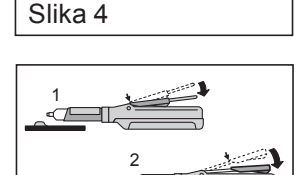

Fig. 6 6. ábra
obr. 6 Рис. 6
3) Depress the lever while moving the cartridge and dispenser backward (Fig. 6). Keep depressing the lever (Fig. 7-1), level and cut off the extruded material from the cartridge tips by moving the cartridge and dispenser to an upright position on the mixing pad (Fig. 7-2).